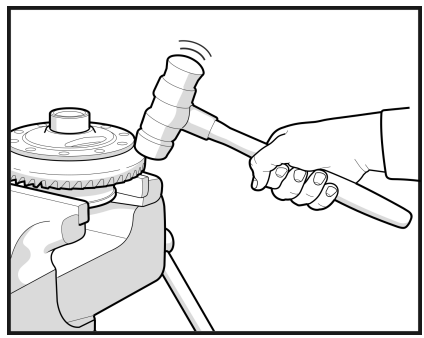

Рис. 8
2.2 Сбейте ведомую шестерню с корпуса дифференциала, используя молоток с пластиковым, резиновым или медным бойком. Во избежание заклинивания сбивайте шестерню равномерно по окружности. (**Рис. 8**)